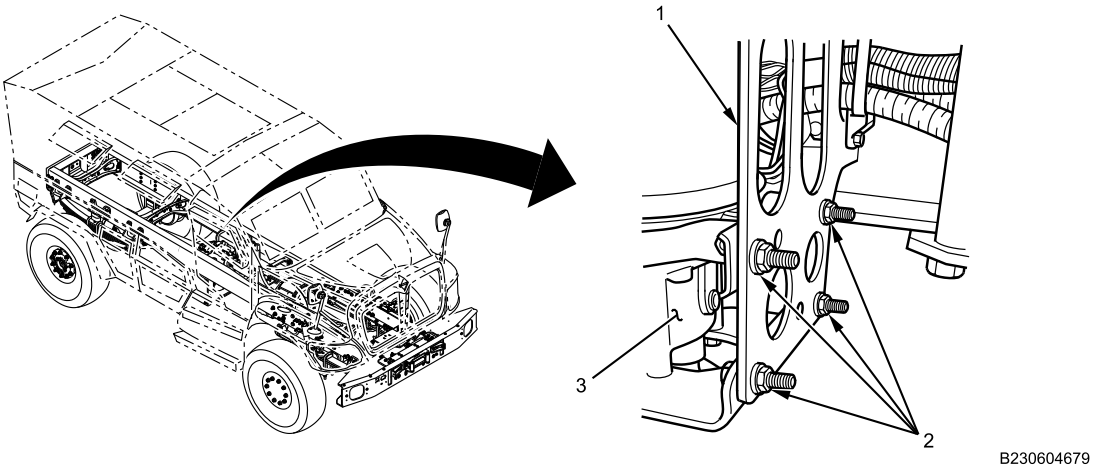

Figure 8. Air Dryer Support Bracket Nuts.
14. Remove four air dryer bracket nuts (Figure 8, Item 2) and bolts from air dryer bracket (Figure 8, Item 1). Position air dryer (Figure 8, Item 3) aside, using rubber tie-down strap.